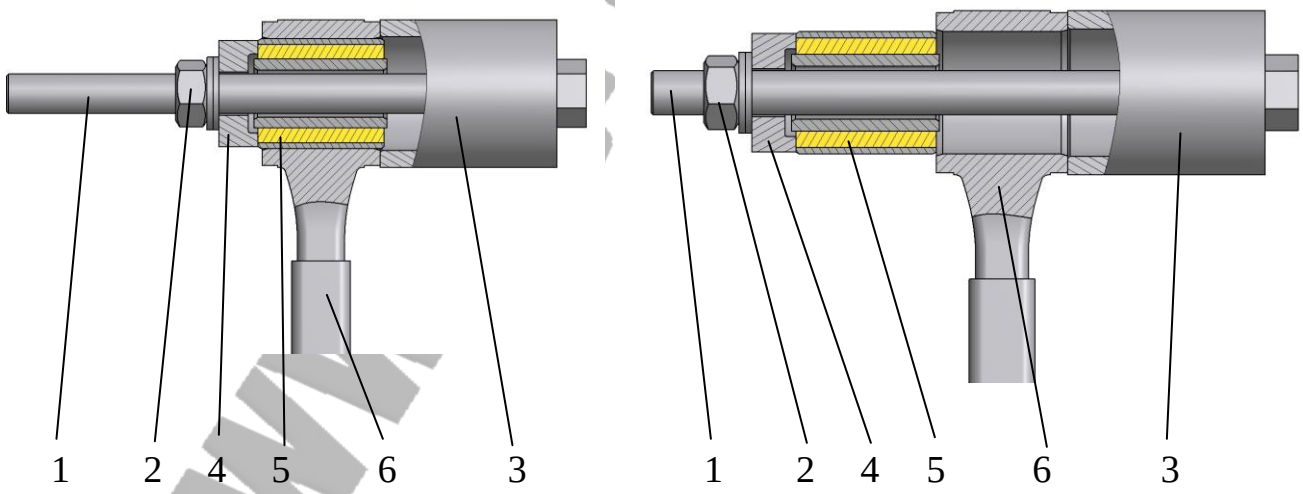

Рис. 20 Схема демонтажа и монтажа сайленблоков в шатун
- согласно рис. 20 установить механизм запрессовки сайленблока в шатун;
- завинчивая гайку 2 болтового соединения механизма запрессовки сайленблока демонтировать сайленблок из шатуна (рис. 20);
- согласно рис. 20 установить новый сайленблок и механизм запрессовки сайленблока в шатун;
- завинчивая гайку 2 болтового соединения механизма запрессовки сайленблока впрессовать новый сайленблок в шатун (рис. 20);